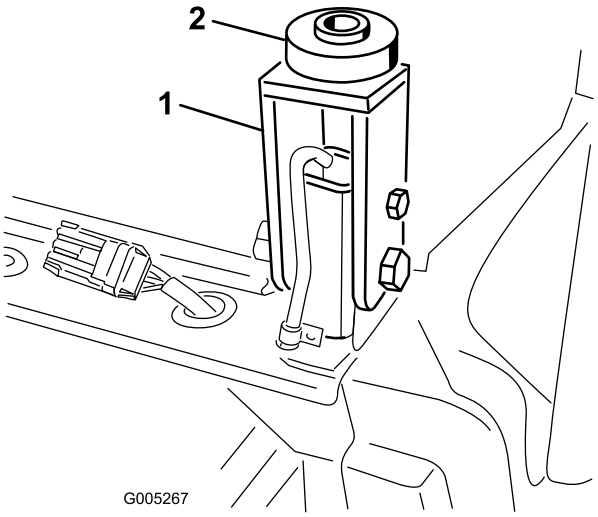

**Rysunek 112**
35. Umieść gumową podkładkę na każdym z miejsc mocowania z tyłu kabiny (Rysunek 112).